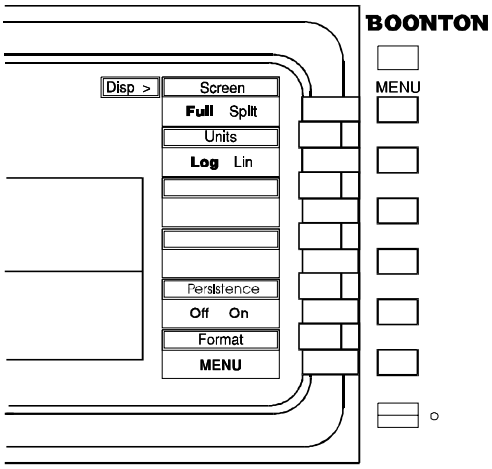

Figure 4-3a. *Disp* > Menu
7. The word "MENU" appearing in a selection box indicates that there is a submenu of additional selections at the next lower menu level. In the menu shown in Figure 4-3a, for example, when you press the *Disp > Trace Type* menu key, you will call up the *Disp > Trace Type >* submenu illustrated in Figure 4-3b.